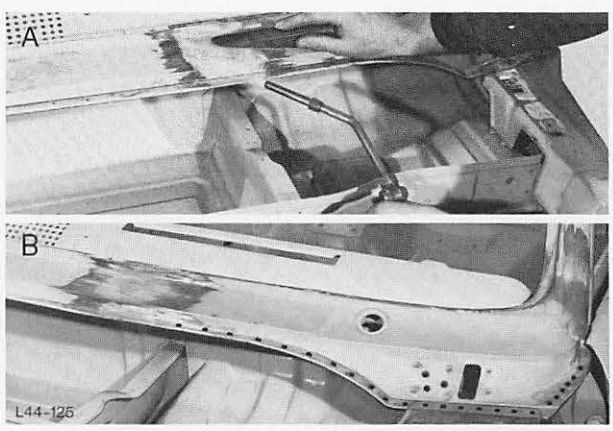

Abb. 125 A = Verbindungsnaht verschwemmen
16. Verbindungsnaht – Windlauf und A-Säule schwemmen, Abb. 125 A.
Schwemmstellen bearbeiten, Abb. 125 B.